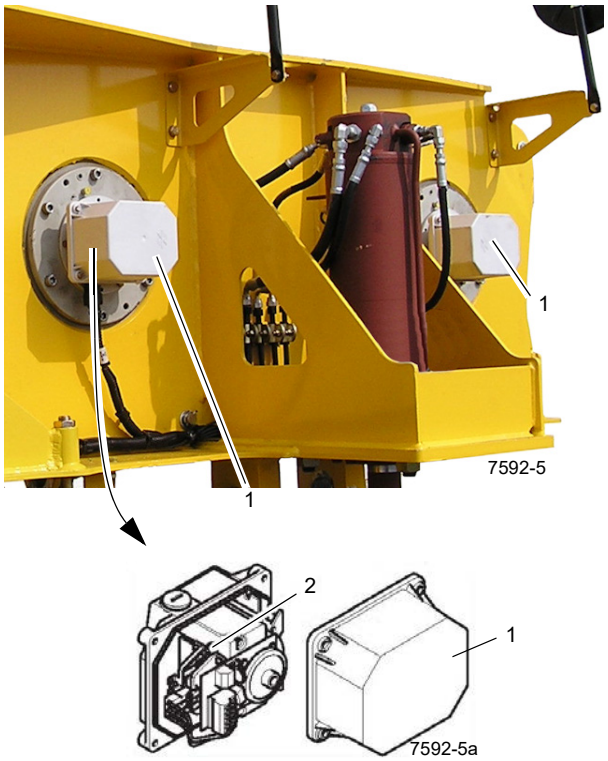

FIGURA 5-5
1. Remova a tampa (1) (Figura 5-5).
2. Gire o parafuso (2) até ouvir a chave ser ativada.